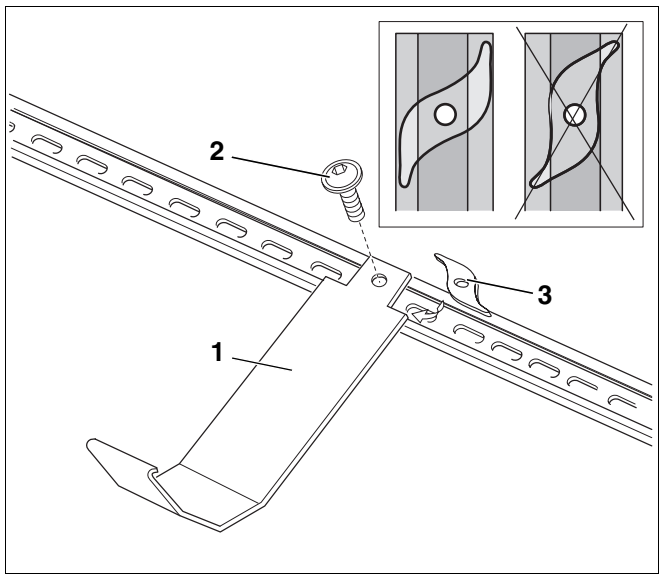

Afb. 16 Beveiligingen tegen afglijden ophangen
Teneinde de collectoren op een veilige manier te monteren, dient u gebruik te maken van de beveiligingen tegen afglijden (afb. 16, **pos. 1**). Ze worden in de onderste profielrails gehangen en bevestigd.
- Hang de voorgemonteerde beveiligingen tegen afglijden met de schroefplaten (zelftappende, stroeve draad; afb. 16, **pos. 3**) en de schroeven met bolle kop (afb. 16, **pos. 2**) in het midden tussen de collectorhouders (afb. 16).